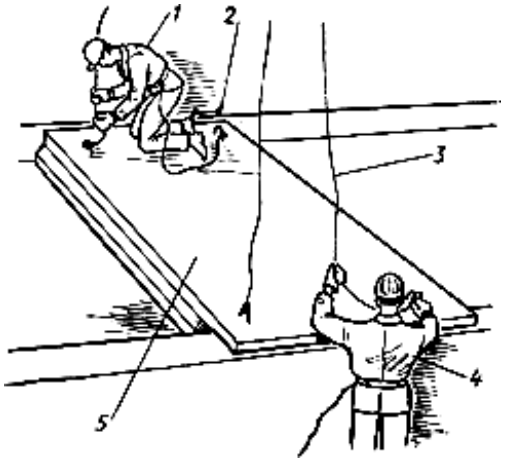

Рис.6. Схема расстроповки лестничной площадки
12. Рабочий, выполняющий монтажные работы, старший в звене дает сигнал машинисту крана ослабить стропы *3* (рис.6).